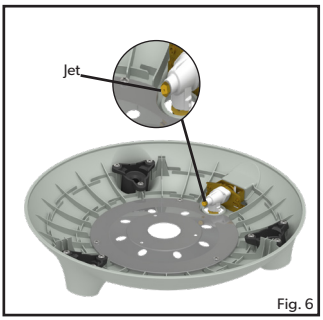

Fig. 6
- **Sådan udskiftes stråle**: Fjern alle løse overflader samt værktøjsbakken og benene fra apparatet. Vend brænderbunden og fjern de 3 skruer fra den nederste dækplade (fig.4) for at adskille brænderbunden fra brænderenheden (fig. 5). Frakobl piezo-tråden, pas på ikke at beskadige den, og fjern brænderenheden fra brænderbasen for at blotlægge strålen (fig. 6). Strålen kan nu fjernes med en passende skruenøgle. Brug ikke en tang, da dette kan beskadige strålen, hvilket gør den ubrugelig eller umulig at fjerne. Skru den nye stråle ind i ventilen. Spænd ikke for meget, da dette kan beskadige enheden.